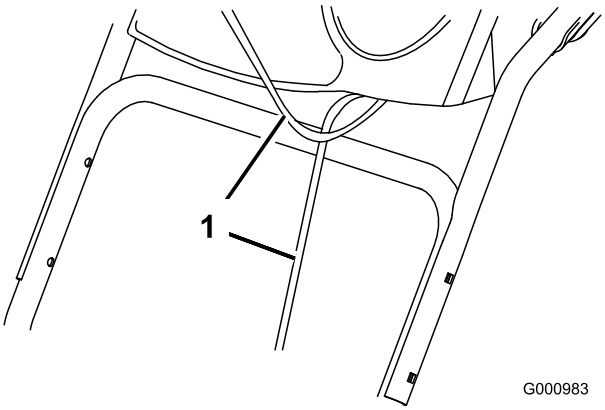

Rysunek 3
1. Unieś i obróć górny uchwyt, po czym umieść go na dolnym uchwycie (Rysunek 3).